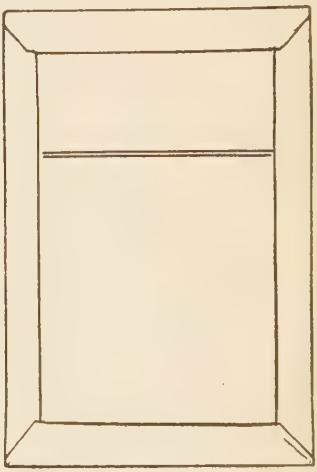

Fig. 75—Easel Covered
8. Turn-in the four edges as you did before, being careful to do the two long edges first. Nick the corners and complete the turning-in. (Fig. 75.)